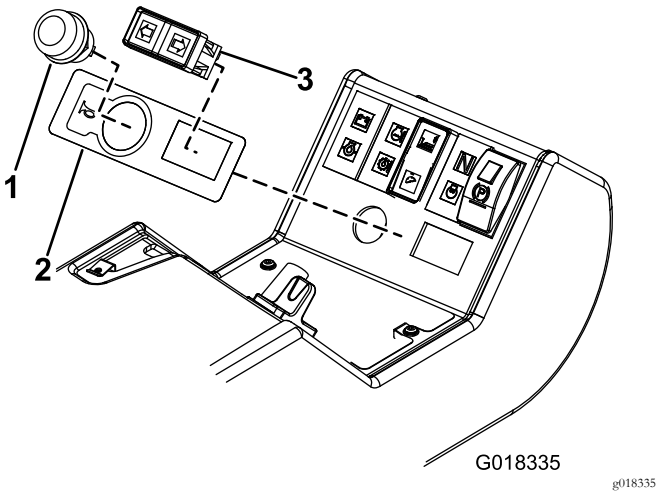
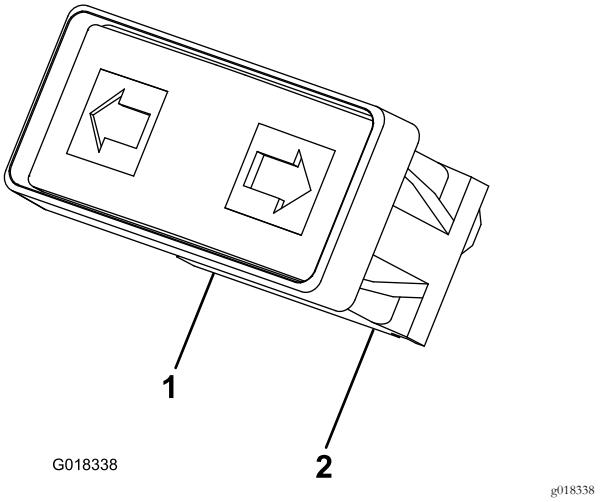

Figura 20
Figura 21
9. Instale la pegatina del claxon alineándola con los bordes de los huecos redondo y rectangular (Figura 20).
10. Instale el botón del claxon y el interruptor de los intermitentes en el panel de control (Figura 20). Instale el interruptor de los intermitentes con los cables verde/rojo a la izquierda y los cables verde/blanco a la derecha, según se muestra en la Figura 21.